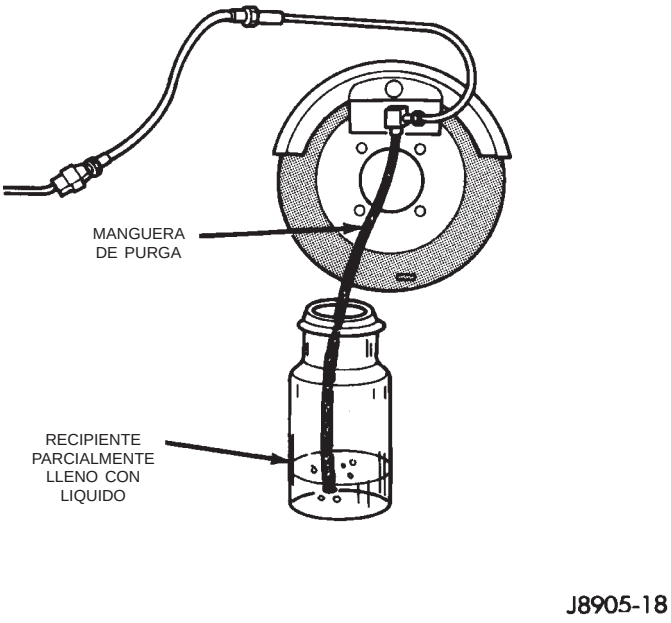

Fig. 13 Disposición de la manguera de purga
(1) Retire los tapones de boca de llenado del depósito y llene el depósito.
(2) Si se ha efectuado la reparación de los calibradores o los cilindros de rueda, abra todos los tornillos de purga de los calibradores y cilindros de rueda. Después de que el líquido comience a fluir de cada tornillo de purga, cierre dichos tornillos. Antes de continuar, vuelva a llenar el depósito del cilindro maestro.
(3) Fije un extremo de la manguera de purga al tornillo de purga e inserte el extremo opuesto en un recipiente de vidrio parcialmente lleno con líquido de frenos (Fig. 13). Asegúrese de que el extremo de la manguera de purga quede sumergido en líquido.
(4) Abra el purgador y haga que un ayudante oprima el pedal del freno. Cierre el purgador cuando el pedal del freno esté abajo. Repita la purga hasta que el líquido salga limpio y sin burbujas. Continúe con la rueda siguiente.